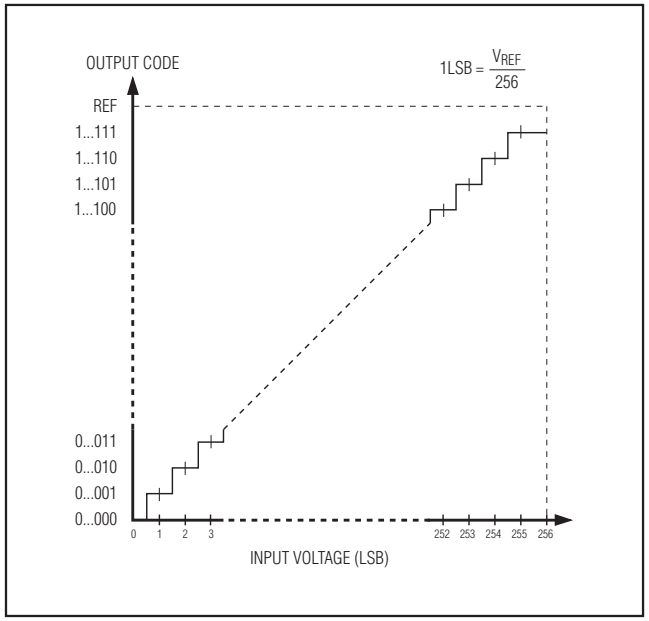

Figure 12. Unipolar Transfer Function
Output data coding for the MAX1036–MAX1039 is binary in unipolar mode and two's complement binary in bipolar mode with 1LSB = ($V_{REF}/2^N$) where N is the number of bits (8). Code transitions occur halfway between successive-integer LSB values. Figures 12 and 13 show the input/output (I/O) transfer functions for unipolar and bipolar operations, respectively.